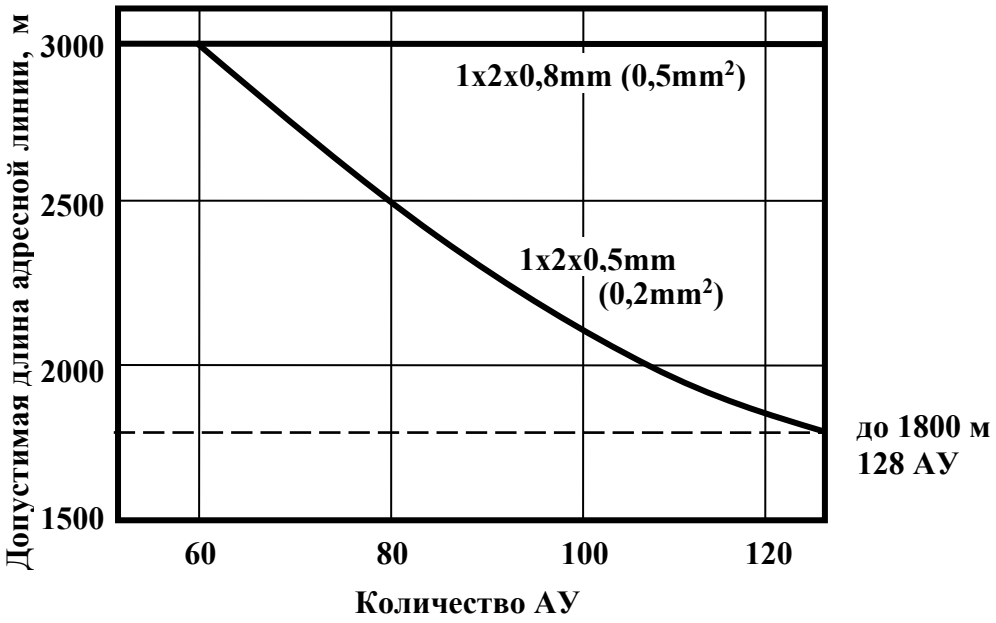

Рис.13. Допустимая длина адресной линии в зависимости от количества АУ (допустимая длина определяется как максимальное удаление АУ от любой из клемм прибора).
3.9.4. Напряжение в адресной линии не должно опускаться ниже 3,5В, поэтому при большом количестве АУ допустимая длина адресной линии снижается. При этом длина адресной линии от любой клеммы АПКП до максимально удаленного АУ не должна превышать значений, определяемых по рис.13.
При выполнении требований рис.13 любой обрыв адресной линии не приведет к потере связи с устройством, так как его удаление от любой из клемм прибора не превысит допустимого.
4.1.7. **Проложить адресную линию** кабелем UT 505нг(А)-FRLS FE 180 1x2x0,5mm (0,2мм^2) или 1x2x0,8mm (0,5мм^2), UT 505нг(А)-FRHF FE 180 1x2x0,5mm или аналогичными по оптимальному маршруту так, чтобы максимальное удаление адресных устройств от любой из клемм АПКП по длине адресной линии не превышало допустимого значения, которое в зависимости от количества АУ составляет от 2 до 3 тысяч метров (см. рис.13).